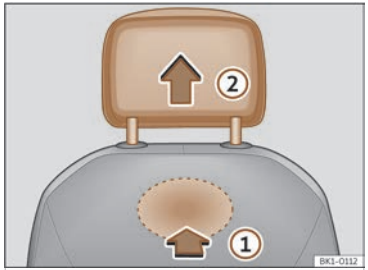

Fig. 102 Front headrest: removal.
- To unlock it, look for the button underneath the headrest and press in the direction of the arrow ››› **Fig. 102** ①.
- Remove the headrest in the direction of the arrow ②.